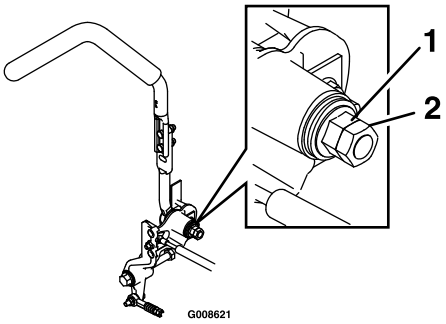

Figur 65
1. Lossa kontramuttern (Figur 65).